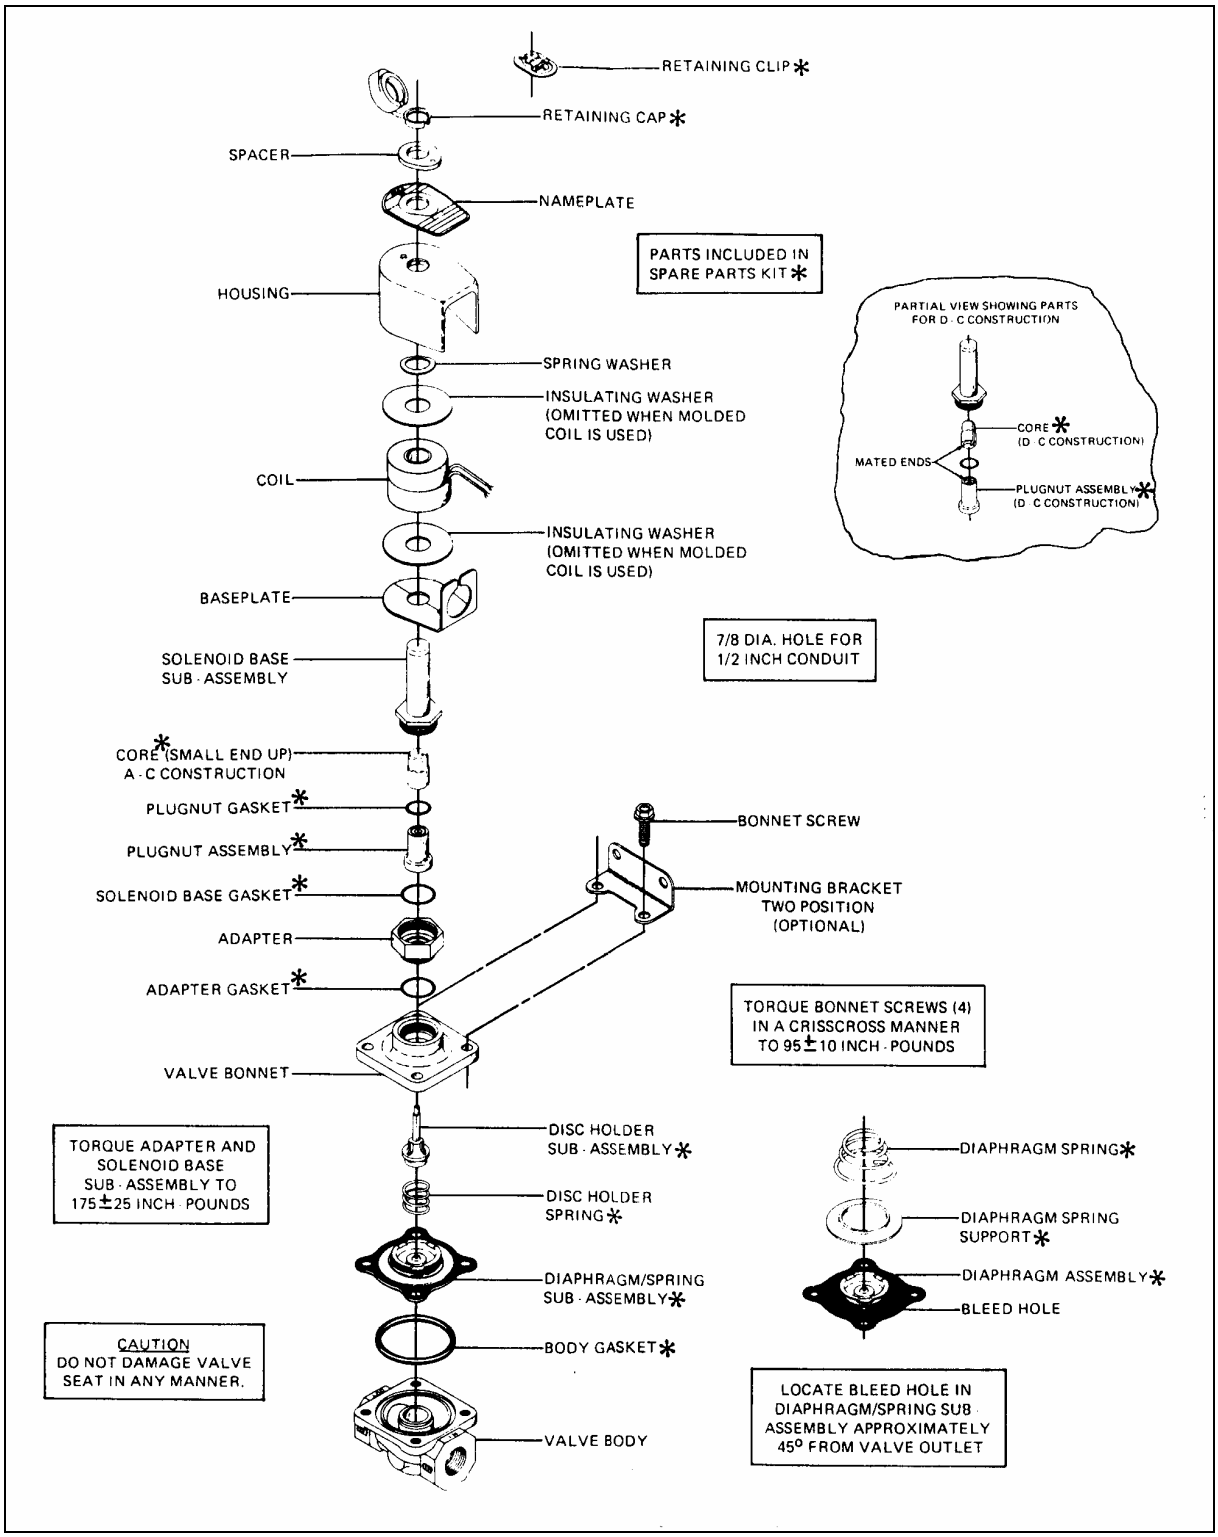

FIGURE 45: DRIVER'S WATER SOLENOID VALVE 22052
3. Disassemble valve in an orderly fashion paying careful attention to exploded view (Fig. 45) provided for identification of parts.
exploded view provided for identification and placement of parts (Fig. 45).